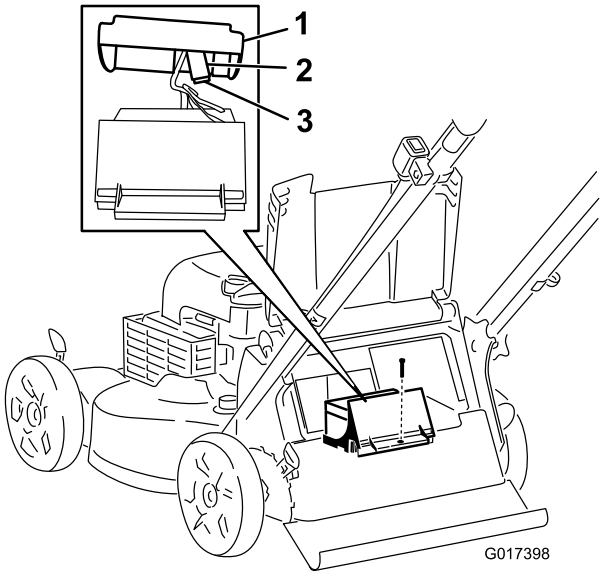

Figur 35
3. Fjern den skrue, der sikrer batterirummet, træk batteriet ud, og find sikringen (Figur 35).
4. Sæt en ny sikring i sikringsholderen (Figur 35).